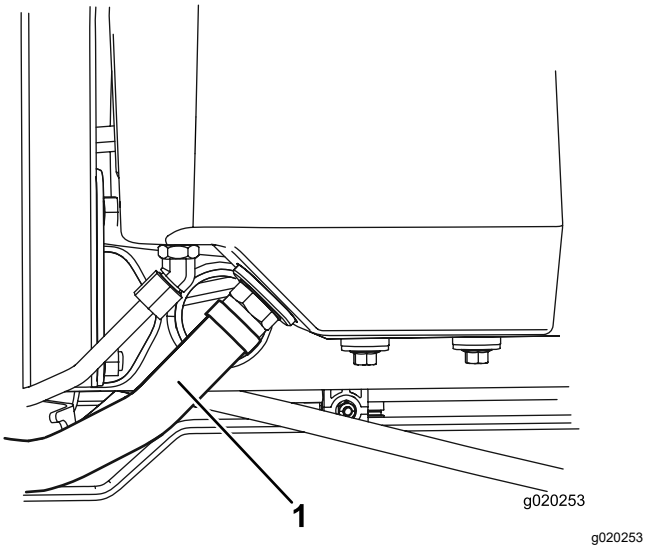

Figure 80
2. Débranchez le gros flexible hydraulique (Figure 80) du réservoir et faites couler le liquide hydraulique dans un bac de vidange.